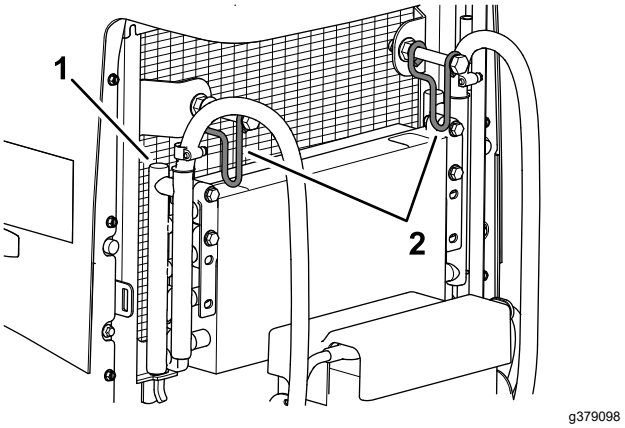

Figuur 110
7. Draai de 2 vergrendelingen van de oliekoeler naar binnen en kantel de oliekoeler (Figuur 110).